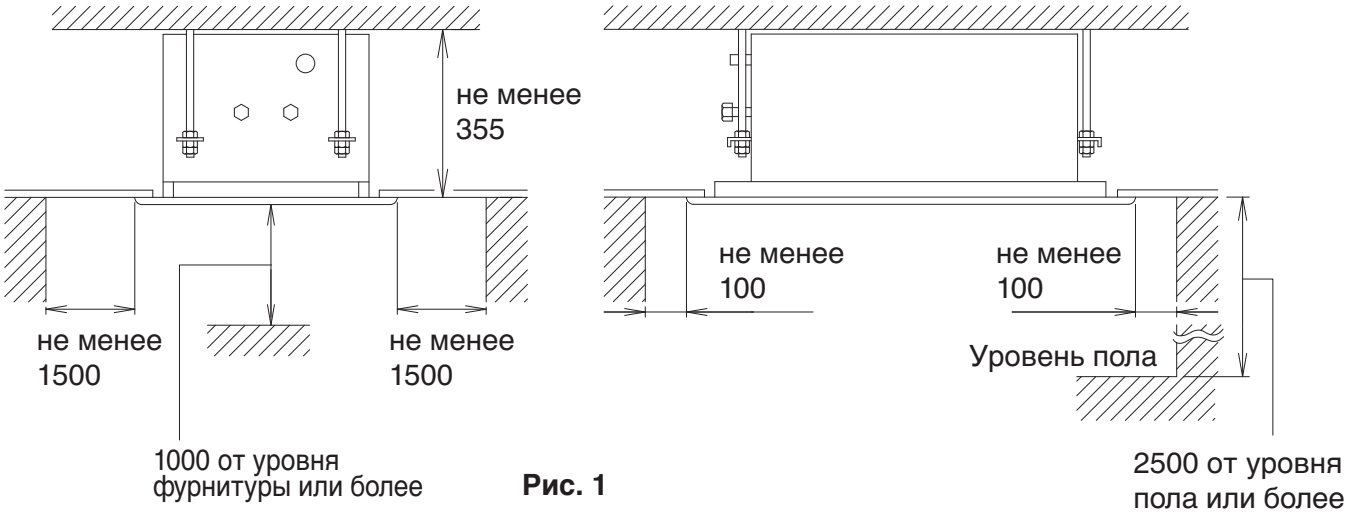

Рис. 1
(1) Выберите место для установки, одобренное заказчиком и соответствующее следующим условиям.
- С наличием свободного пространства, достаточного для установки и технического обслуживания. **(См. Рис. 1)**